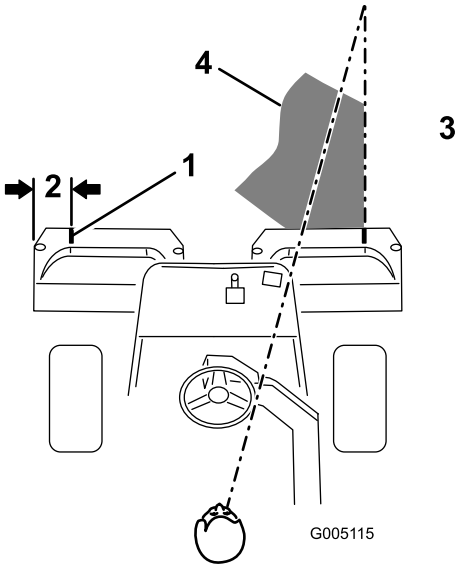
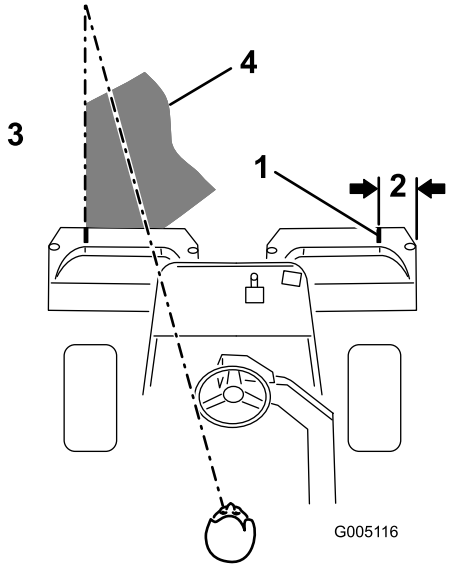

**Figur 39**
**Figur 40**
2. Placera en bit vit tejp eller måla en linje på varje korg parallellt med korgens ytterkant (Figur 39).
3. Överlappa den tidigare klippremsan så lite som möjligt under nästkommande vända. Etablera en tänkt siktlinje ca 1,8 till 3 m framför maskinen så att du klipper i en rak linje över greenen och håller maskinen på ett jämnt avstånd från förra klippvändans kant (Figur 39 och Figur 40). En del tycker att det är användbart att inkludera rattens ytterlinje som del i siktlinjen, d.v.s. att hålla rattkanten i linje med en punkt som alltid är på samma avstånd från maskinens framkant (Figur 39 och Figur 40).